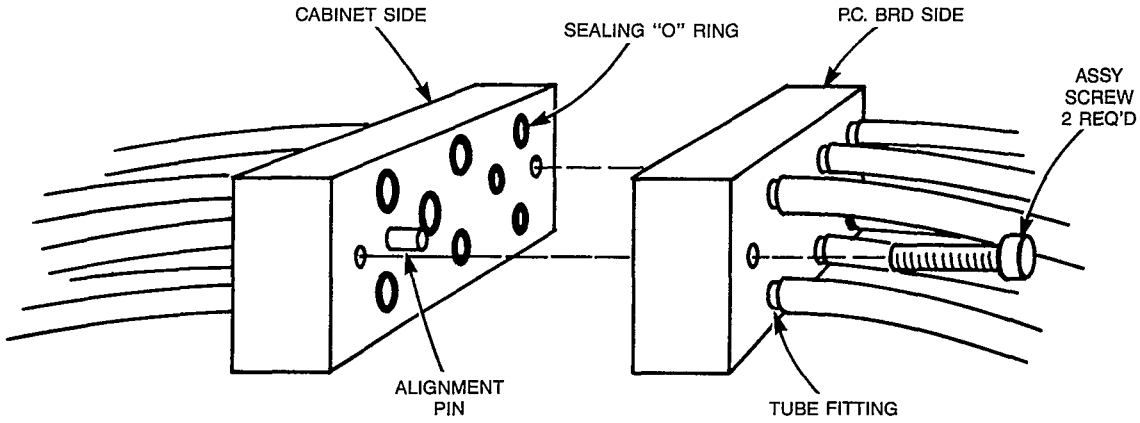

Figure 2-46, Pneumatic valve tubing manifold
2.6.4 Pneumatic pinch valve tubing manifold (See Figure 2-46). The pneumatic pinch valve tubing manifold simplifies the removal of the driver pcb. To remove the Driver pcb only two screws must be removed from the manifold. Because the manifold is keyed to an offset alignment pin it cannot be connected incorrectly. Without this manifold it would be necessary to disconnect all pneumatic tubing from the pcb to remove the board.